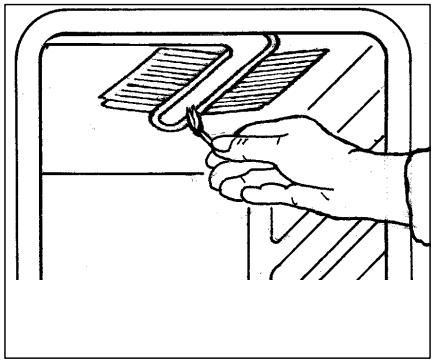

fig. 4
3. Approchez une flamme au brûleur (fig. 4) 2-3 secondes après action sur la manette.